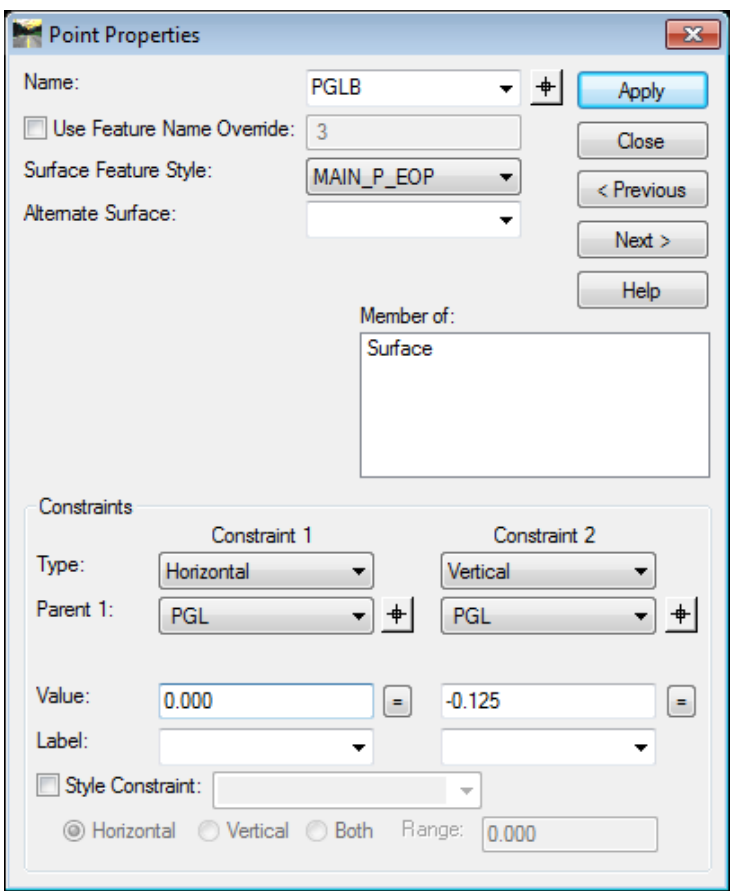

Figure L7-12 Point Properties
22.	**Assign Point 3 the Name PGLB and the Feature Style MAIN_P_EOP.** • In the **Point Properties** dialog click the **Next >** button. • Verify Point ***3*** appears in the **Name:** field. • Change Point ***3*** to ***PGLB*** (Profile Grade Line Bottom). • Change the **Surface Feature Style:** to ***MAIN_P_EOP*** • Notice the **Constraints** entries. **Constraint 1** is ***Horizontal 0.000*** feet from ***PGL***. **Constraint 2** is ***Vertical*** and ***-0.400*** feet from ***PGL***. • Change the **Vertical Constraint** from ***-0.400*** to ***-0.125*** and press the **Tab** key. This value represents 1.5" of pavement depth and is a common depth for the surface. ***NOTE:** InRoads rounds to three decimal places in the **Constraints** field but keeps the entire amount in memory. In addition to keying in ***-0.125*** InRoads also accepts mathematical operations. You could have keyed in ***-1.5/12*** to represent 1.5 inches of depth divided by 12 to convert to feet. • Verify your entries match those shown in *Figure L7-12*. • Click **Apply** but do not close the **Point Properties** dialog.